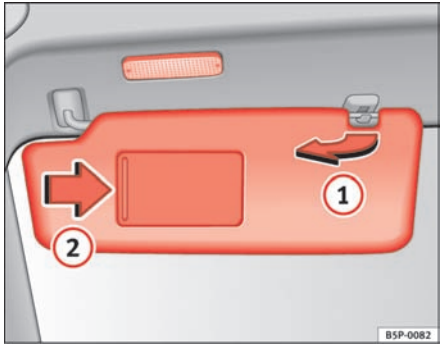

Fig. 81 Sun visor on the driver side
The sun visors for the driver and the front passenger can be pulled out of their mountings in the centre of the vehicle and turned towards the doors ⇒ fig. 81 (1).